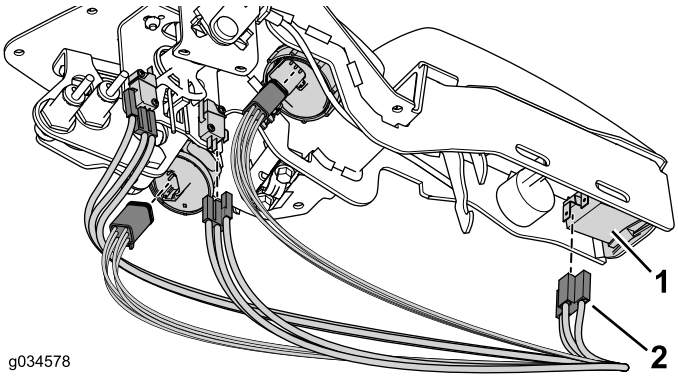

Figure 30
5. Branchez le faisceau de câblage aux connecteurs correspondants (Figure 30).